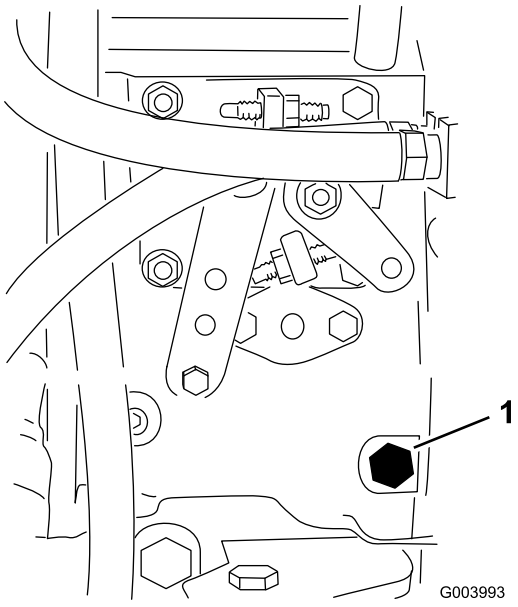

Figura 48
3. Con una chiave di 12 mm aprite la vite di spurgo dell'aria, situata sulla pompa di iniezione del carburante (Figura 48).